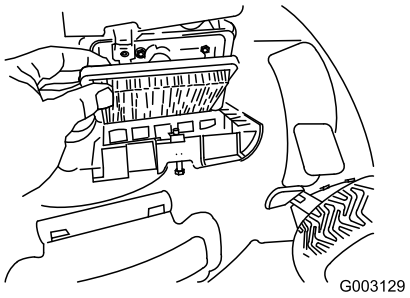

Figure 40
4. Install the cover (Figure 40).